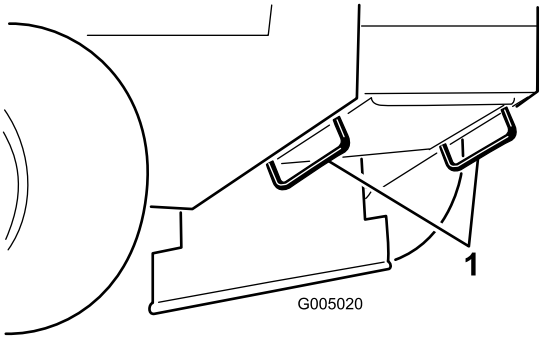

Figur 12
5. Använd fästöglorna av metall på maskinen för att säkra maskinen på släpvagnen eller lastbilen med hjälp av spännband, kedjor, kablar eller rep (Figur 12).